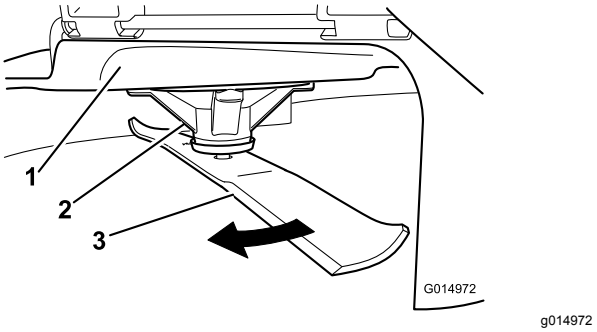

Figur 56
2. Ta på tykke arbeidshansker eller annet hensiktsmessig håndvern og sakte roter kniven som skal måles, til en stilling som gjør det mulig å måle avstanden mellom kniveggen og den plane overflaten maskinen står på (Figur 56).